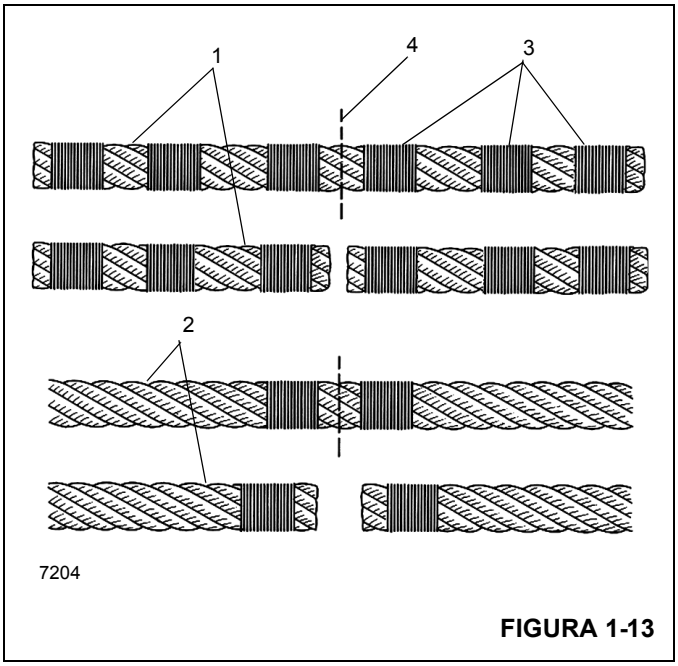

FIGURA 1-13
NOTA: Los cables no preformados (1) (Figura 1-13) deben tener tres sujeciones (3) ubicadas en cada lado del corte (4) comparado con el cable preformado (2).